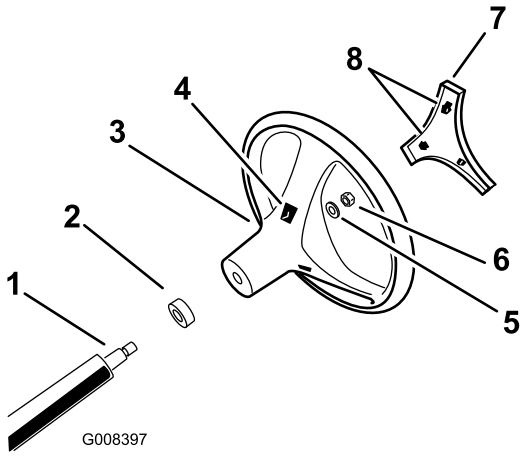

Figur 3
4. Fest rattet til akselen med låsemutteren (Figur 3). Stram til låsemutteren et dreiemoment på 24 til 29 N·m.
5. Juster tappene på dekslet med åpningene i rattet, og trekk dekslet på rattnavet (Figur 3).